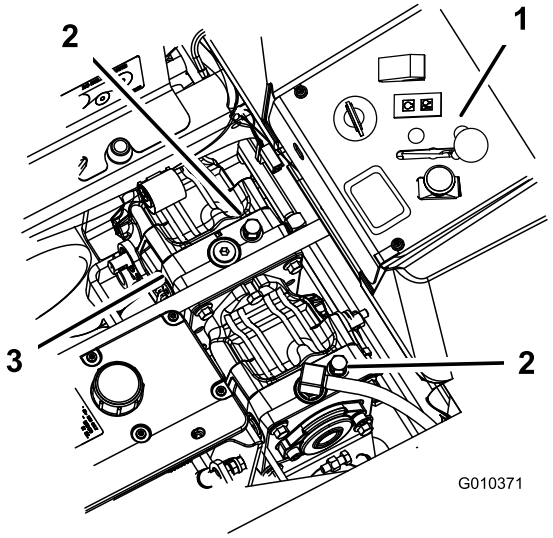

Figur 29
2. Vrid överströmningsventilerna motsols ett varv för att skjuta maskinen framåt. Hydrauloljan kan då passera förbi pumpen, så att hjulen kan rotera (Figur 29).
Vrid överströmningsventilerna medsols ett varv för att köra maskinen (Figur 29).